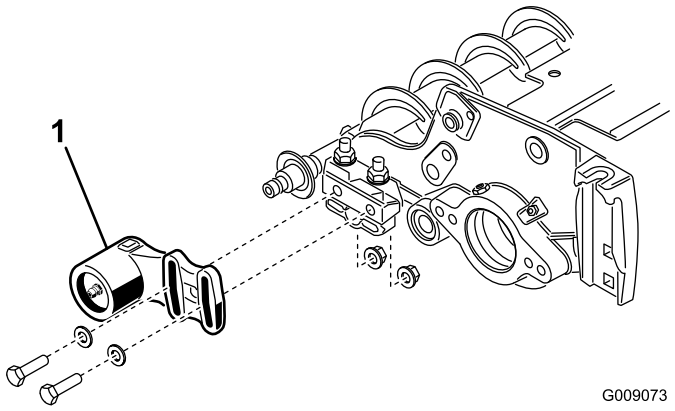
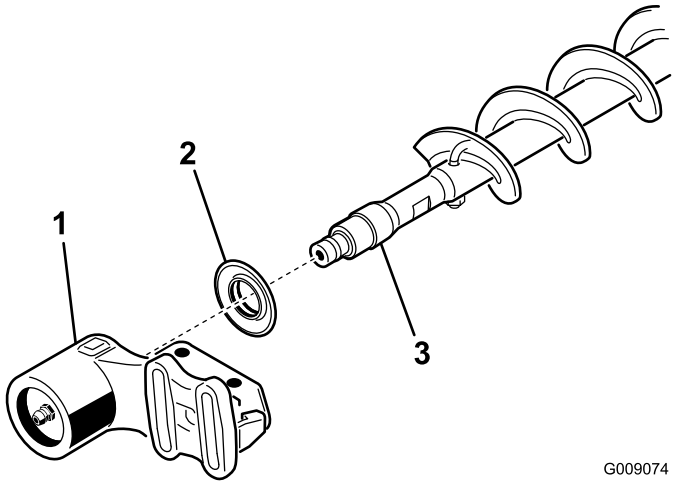

Figur 20
Figur 21
1. Hvis der monteres en rullebørste på klippeenheden, skal de 2 bolte, spændeskiver og møtrikker, der fastgør det ikke-drivende lejehus til lejehusets monteringsbeslag, fjernes (Figur 20 og Figur 21).
2. Skub det ikke-drivende lejehus og pakningen af børsteakslen (Figur 21).
9. Monter pakningen og det ikke-drivende lejehus på børsteakslen (Figur 21).